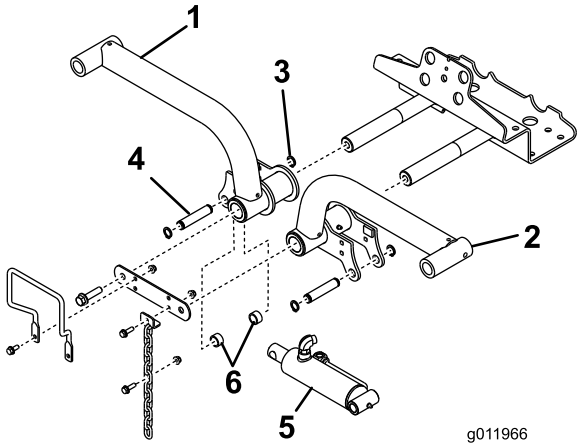

**Figur 15**
4. Indsæt løftearmene på løftearmenes drejeaksler (Figur 15) og fastgør hver med løftearmenes drejeakselled og boltene, der før blev fjernet.
6. Fastgør løftecylinderens højre ende til den højre løftearm med en tap og 2 afstandsstykker ((Figur 15),). Fastgør den med en låsering.